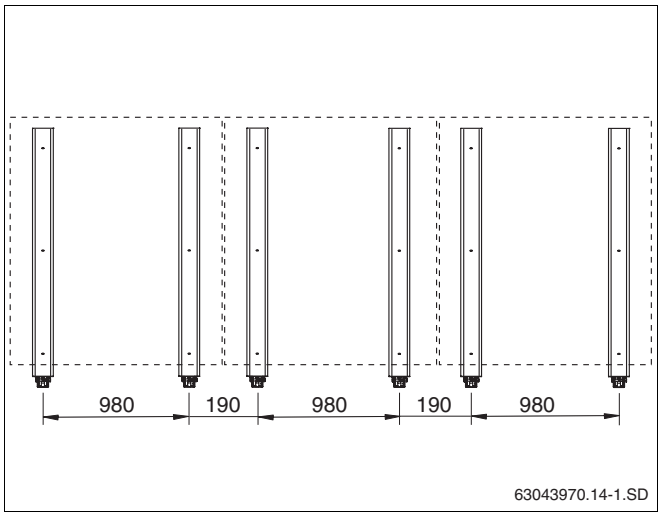

Afb. 25 Uitvoering voor maximale belasting voor 3 verticale collectoren
5.2.2 Uitvoering voor maximale belasting (toebehoren, afb. 25)